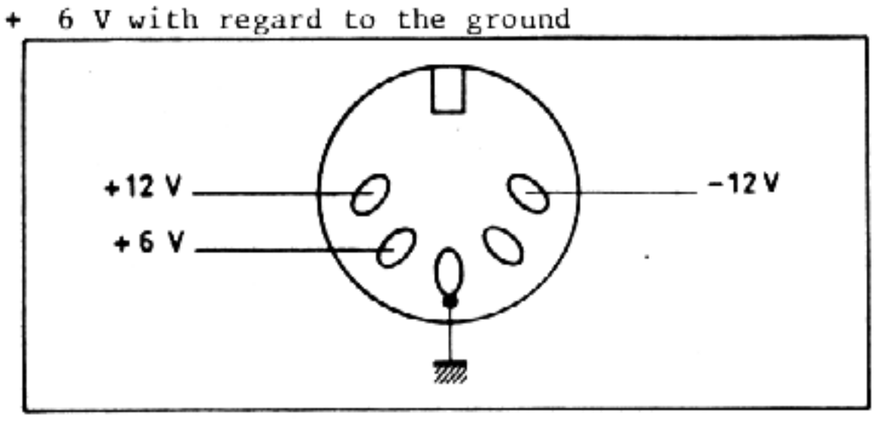

Figure VII-3 - Supply DC voltages measurement
a) Make supply frequency vary from 45 Hz to 400 Hz successively on both mains voltages 115 V - 230 V. Measure the following voltages on the "ALIM" connector on the rear panel of the mainframe (see figure VII-3) :